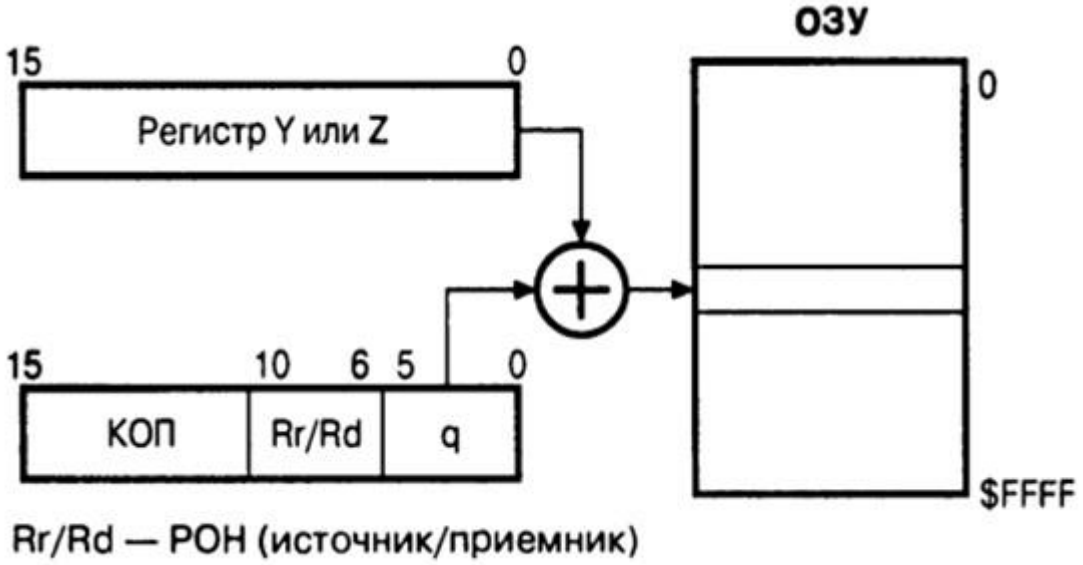

Рис. 1.2.
13. Укажите, какой способ адресации изображён на рисунке (см. рис. 1.2):